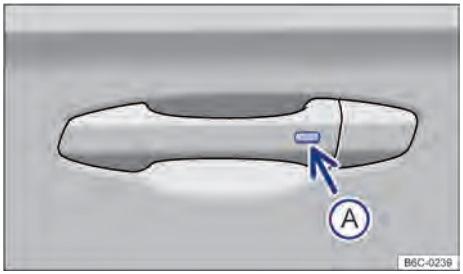

Fig. 55 En la manilla interior de la puerta: tecla para bloquear o desbloquear.
1. Presionar la tecla → fig. 55 Ⓐ en el exterior de la manilla interior de la puerta.
2. Presionar la tecla → fig. 55 Ⓐ en el exterior de la manilla interior de la puerta.
– Dentro de 5 segundos, presione la tecla en el exterior de la manilla interior de la puerta→ fig. 55 Ⓐ. Así, no sujetar la manilla de la puerta. El sistema de cierre y arranque sin llave "Keyless Access» está temporariamente desactivado.